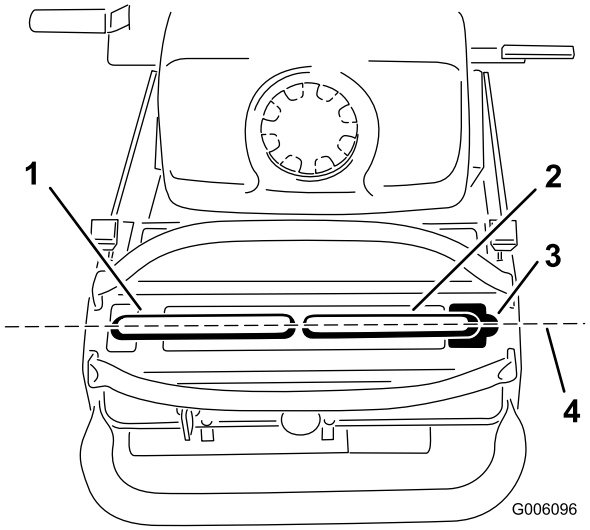

Figura 56
Importante: Compruebe el avance de la máquina después de ajustar las palancas de control de movimiento. Después de ajustar el avance, las palancas de control de movimiento pueden no estar alineadas exactamente en sentido adelante-atrás (Figura 56).
1. Una vez ajustada la alineación horizontal, compruebe la alineación longitudinal (Figura 56).